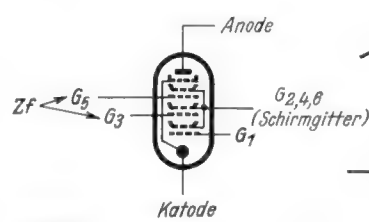

Bild 23. Elektrodenschema der Phasenwinkeldetektorröhre
B) Die φ-Detektorröhre ist in der Lage, eine Umwandlung dieser im Takte der Modulation erfolgenden Phasenschwankungen in Anodenstromschwankungen vorzunehmen; damit ist die Umwandlung der Frequenzmodulation in eine Amplitudenmodulation in zwei Schritten vollzogen. Wie die Umwandlung der Phasenschwankungen in Anodenstromschwankungen zustande kommt, soll im Folgenden erläutert werden: Bild 23 zeigt das Elektrodenschema der Röhre: G_1 hat konstantes Potential, kann z. B. auch mit der Katode verbunden sein. G_2, G_4, G_6 sind miteinander verbundene Schirmgitter, welche die Gitter 3 und 5 sowie die Anode gegeneinander entkoppeln. Die Schirmgitter erhalten ein (niedriges) positives Potential. Das Bremsgitter G_7 hat die übliche Aufgabe und ist mit Katode verbunden. Den Gittern G_3 und G_5 werden die gegeneinander phasenverschobenen Zf-Spannungen zugeführt. Die Anode liegt über einen hohen ohmschen Widerstand (Nf-Arbeitswiderstand) an + Anodenspannung. Der Katodenstrom ist lediglich von den Spannungen an G_1 und G_2 abhängig, der Durchgriff der übrigen Elektroden auf die Katode ist praktisch gleich Null. Da die Spannungen an G_1 und G_2